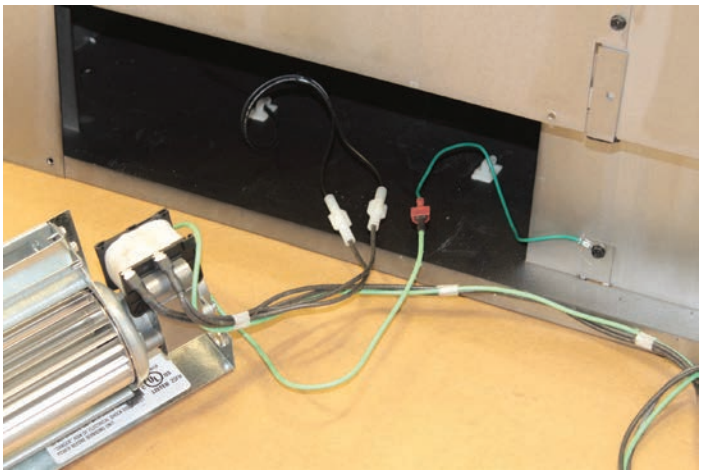

Figure 3
5. Localisez les cosses de câbles du ventilateur au bas du foyer et faites les trois connexions comme indiqué à la **figure 3.**